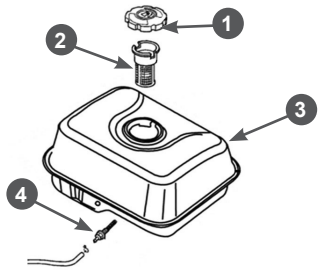

Рис. 39 Фильтры топливные
В топливном баке установлены два сетчатых топливных фильтра. Один фильтр устанавливается в заливной горловине топливного бака. Второй фильтр конструктивно объединен со штуцером топливного бака и установлен внутри бака (Рис. 39).
Через каждые 300 часов работы необходимо производить очистку топливного бака от грязи и конденсата. Одновременно с очисткой топливного бака необходимо проверять и очищать фильтр 4, установленный внутри бака (Рис. 39). Поврежденный или сильно загрязненный фильтр необходимо заменить.
3. Выкрутите из топливного бака выходной штуцер 4 и произведите его очистку (Рис. 39). Внимательно осмотрите сетчатый фильтр. При обнаружении механических повреждений замените штуцер топливного бака.